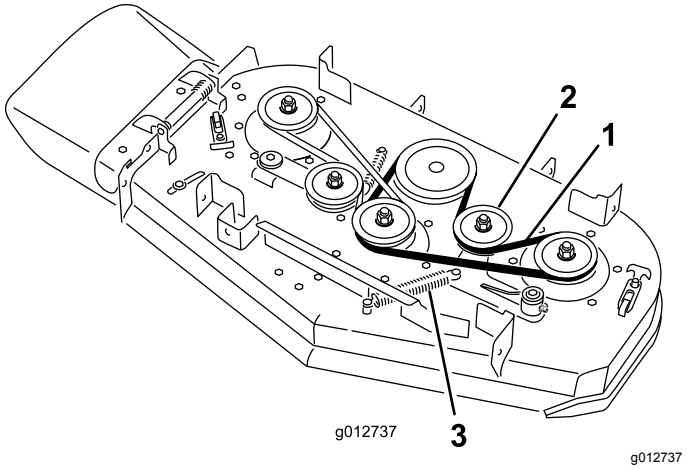

Figur 66
5. Fjern fjederen fra ankerpinden på styreremskivens arm (Figur 66).
6. Fjern den slidte plæneklipperrem (Figur 66).
7. Monter den nye plæneklipperrem omkring klippeskjoldets remskiver, koblingsremskiven og styreremskiven (Figur 66).
8. Monter fjederen på ankerpinden (Figur 66).